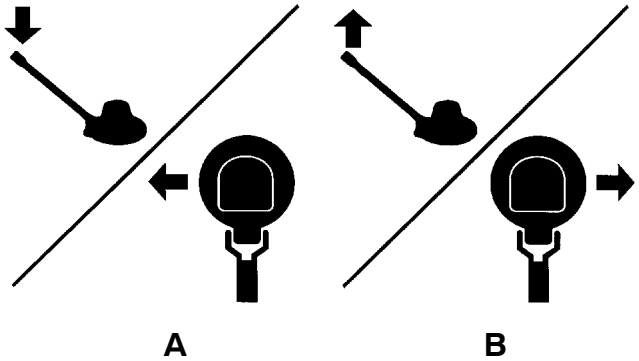

FIG. 6
6. Pour déplacer la machine vers la gauche (A), abaissez légèrement la poignée. Pour déplacer la machine vers la droite (B), soulevez légèrement la poignée. Manipulez la machine avec un mouvement latéral (Figure 6).